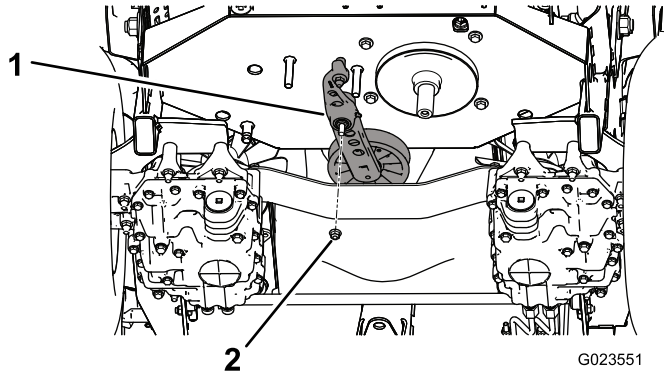

Figuur 58
5. Verwijder de moer waarmee de spaninrichting is bevestigd aan het frame (Figuur 58).